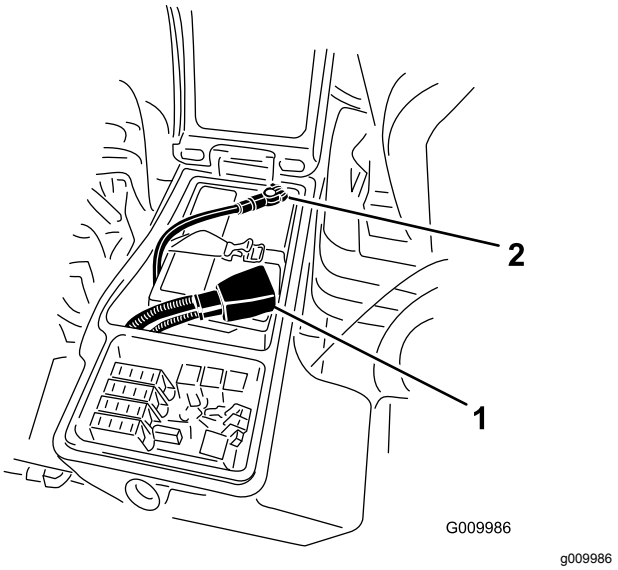

Figura 66
4. Conecte el cable positivo (rojo) al borne positivo (+) y el cable negativo (negro) al borne negativo (-) de la batería (Figura 66). Fije los cables a los bornes con tornillos de caperuza y tuercas. Asegúrese de que el terminal positivo (+) está colocado a tope en el borne, y que el cable está colocado junto a la batería. El cable no debe entrar en contacto con la tapa de la batería. Deslice la cubierta de goma sobre el terminal positivo para evitar posibles cortocircuitos eléctricos.